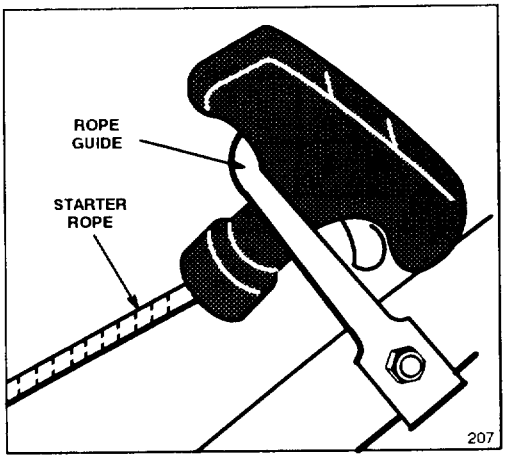

Figure 3
3. STARTER ROPE (Fig. 3)—Pull starter rope through opening in rope guide. By squeezing control bar (Fig. 5 & 6) against handle, blade brake will release and allow rope to be pulled easily up to rope guide.